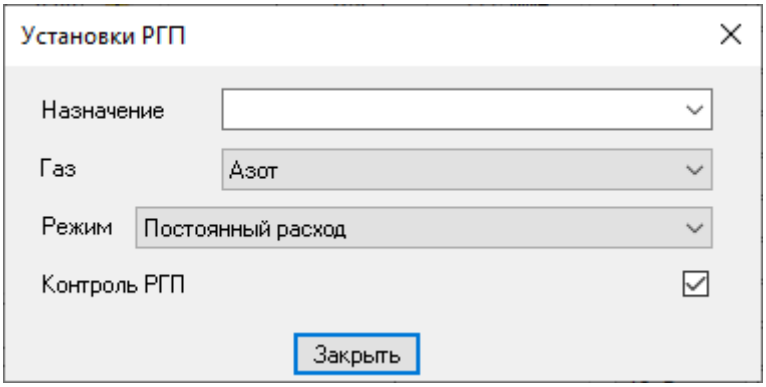

Рис. 37: Окно «Установки РГП > Контроль РГП»
2. Во вкладке *Общие* в сегменте *Регуляторы газовых потоков* выберите РГП. Откроется окно *Установки РГП* (Рис. 37).